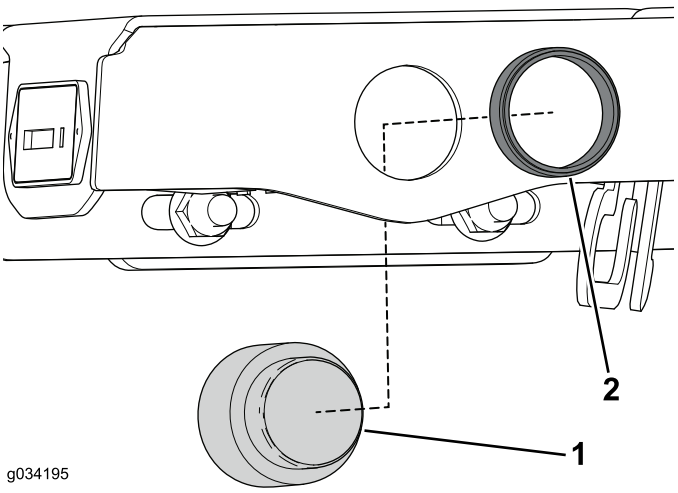

Bild 11
2. Entfernen Sie den gerändelten Haltering am Alarm und nehmen ihn vom Bedienfeld ab (Bild 11).